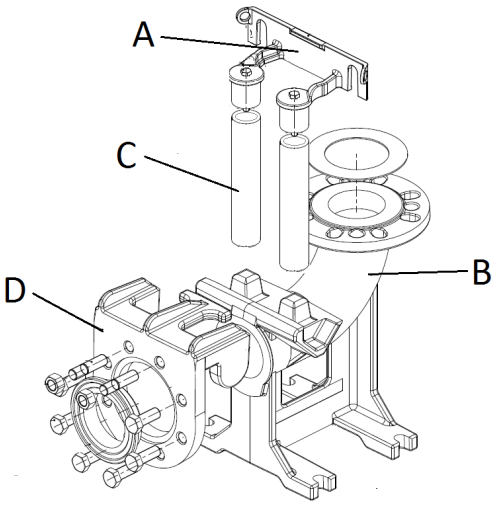

Rys. 5
- Zamocować elementy mocujące przewody (rys. 5 - poz. A) prowadzące na krawędzi zbiornika.
- Ustawić na dnie studni nóżkę podtrzymującą w celu automatycznego połączenia (rys. 5 - poz. B) i kontrolować przy pomocy pionu, aby stożkowe części wystające do szczepienia przewodów prowadzących były perfekcyjnie w pionie do stożkowych części wystających elementu mocującego krawędzi zbiornika. Sprawdzić także płaskość za pomocą klasycznej poziomicy.
- Zaznaczyć pozycję otworów znajdujących się na nóżce podtrzymującej, po czym wymierzyć prawidłową długość przewodów prowadzących (rys. 5 - poz. C).